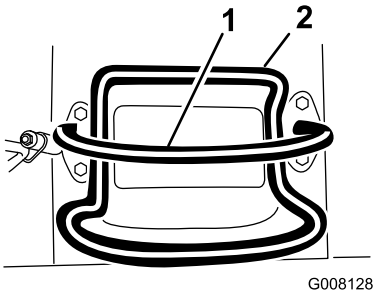

**Figur 5**
- Släpp drivreglaget för att stoppa drivningen (Figur 5).